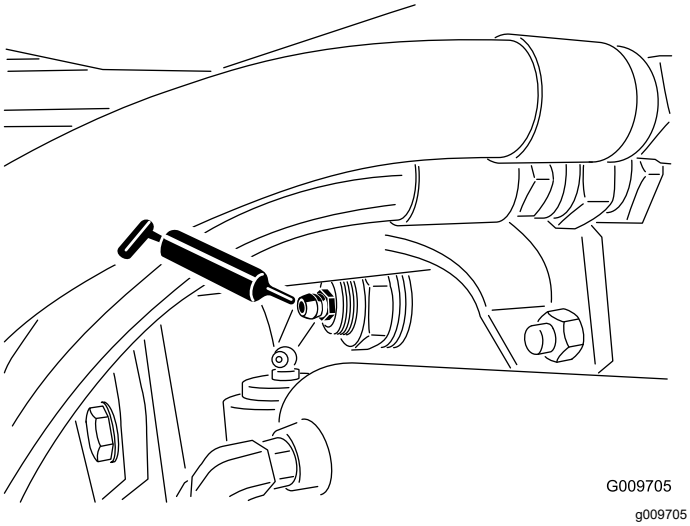

**Figuur 82**
- Lagerbussen van achteras (2); zie Figuur 82